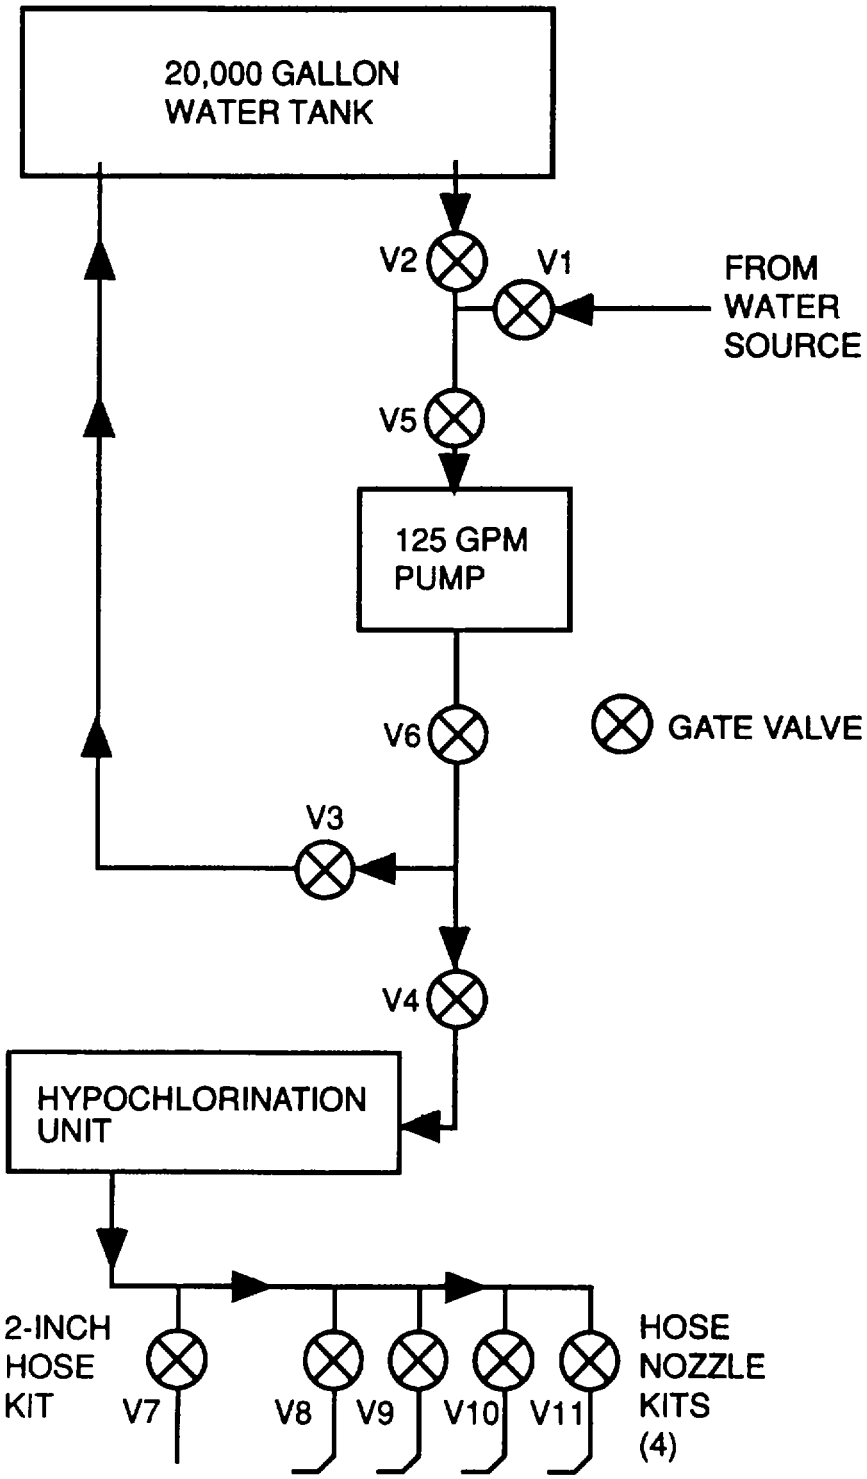

Figure 2-15. Water System Control Valves
(1) Close all control valves (V1 through V11), (Figure 2-15).
(2) Open control valves V2, V3, V5 and V6.
(3) Start and operate 125 gpm pump. Refer to the applicable TM.
(4) At the hypochlorination unit, disconnect 4-inch discharge hose from the input (pump side).
(5) At 2-inch hose connection kit, open control valve V7 and allow water to drain from components.
(6) At hose nozzle kits, open control valves V8, V9, V10 and VI I and the distribution nozzles to allow water to drain from components.
(7) Drain water and hypochlorite solution from the hypochlorination unit. Refer to the applicable TM.